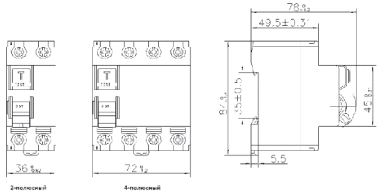

Рис. 1
4. Габаритные и установочные размеры в мм (Рисунок 1). Используйте TH35-7.5 дин-рейку для монтажа. Габаритные размеры см. Рис.3.